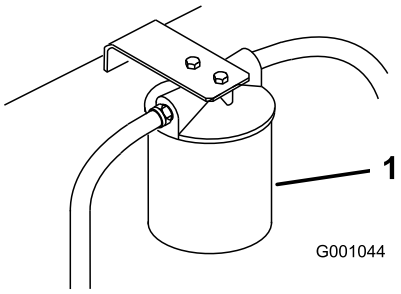

Figuur 70
3. Plaats een opvangbak onder het filter. Verwijder het oude filter en veeg de pakking van het filtertussenstuk schoon (Figuur 70).